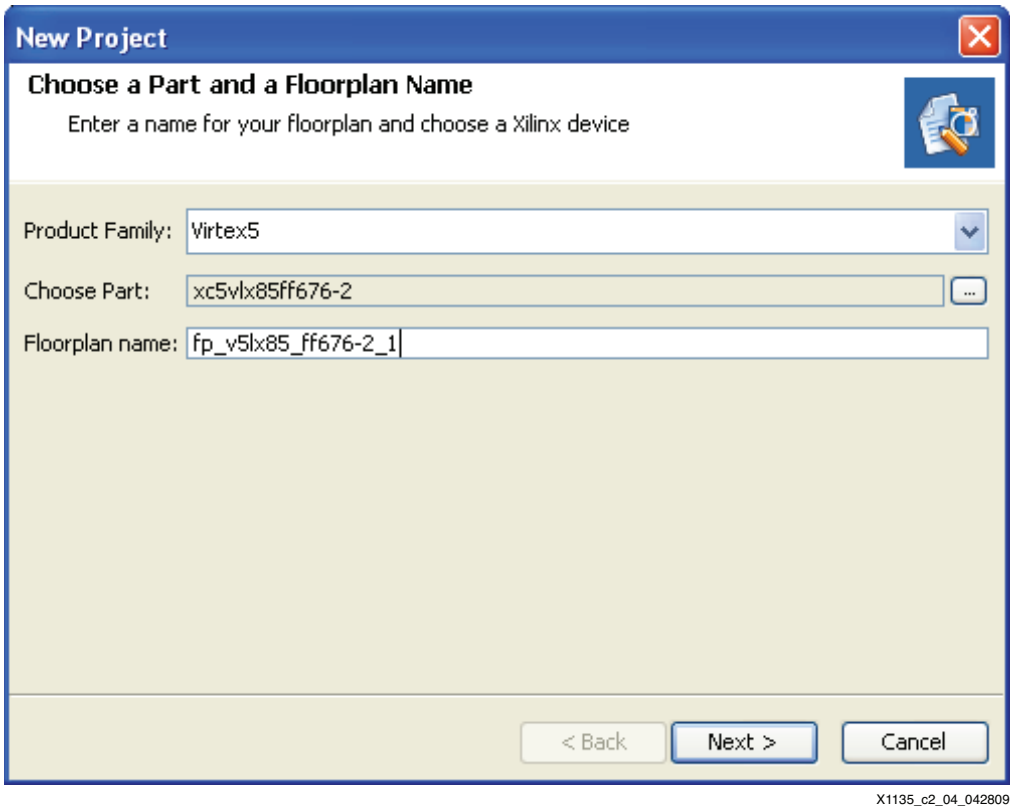

Figure 3-4: **New Project (Product Family and Floorplan)**
8. Choose the Product Family (see Figure 3-4). For this lab, **Virtex5** is used.